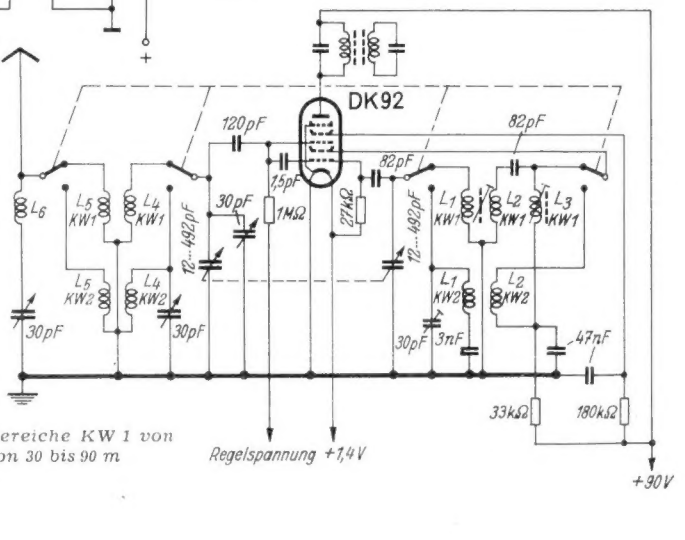
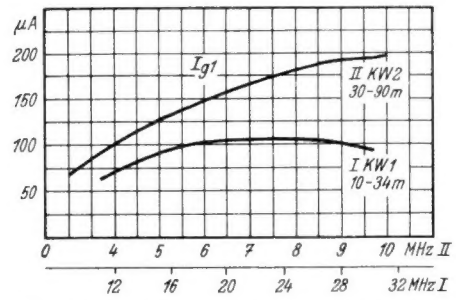
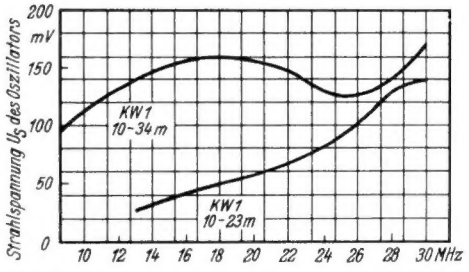

*Bild 3. Mischstufe für die Bereiche KW 1 von 10 bis 34 m und KW 2 von 30 bis 90 m*
*Bild 4. Oszillatorgitterstrom in Abhängigkeit von der Einstellung des Eingangskreises*
*Bild 5. Verlauf der Strahlspannung in Abhängigkeit von der Einstellung des Eingangskreises*
Ein Schaltschema einer Mischstufe, die unter Berücksichtigung der eingangs aufgestellten Forderungen aufgebaut ist, zeigt **Bild 3** für die Wellenbereiche KW 1 von 10 bis 34 m und KW 2 von 30 bis 90 m.
Die nicht benutzten Spulen sollen durch den Wellenschalter kurzgeschlossen werden, damit keine störenden Resonanzen mit den Schaltkapazitäten auftreten können. Besonders gefährdet ist in dieser Beziehung der Bereich 1, der durch nicht benutzte Spulen des Bereiches 2 gestört werden kann. In Bild 3 ist nur ein vereinfachter Wellenschalter eingezeichnet und das Kurzschließen der Spulen nicht angegeben.
**Bild 4** zeigt als Maß für die Oszillatorspannung den Strom $I_{g1}$ im Gitterwiderstand des Oszillators für beide Wellenbereiche nach Bild 3. Man erkennt deutlich den ausgleichenden Einfluß der Massekerne und der Rückkopplungsanhebung durch L 3 im Bereich KW 1.
**Bild 5** zeigt die Strahlspannung $U_s$ für den Bereich KW 1 von 10 bis 34 m nach Bild 3; zum Vergleich ist auch die Strahlspannung für einen Empfangsbereich KW 1 von 10 bis 23 m angegeben. Zur Messung der Strahlspannung wurde an Stelle der Antenne ein Belastungswiderstand von 400 Ω angeschlossen. $U_s$ liegt im ganzen Bereich erheblich unter 200 mV.